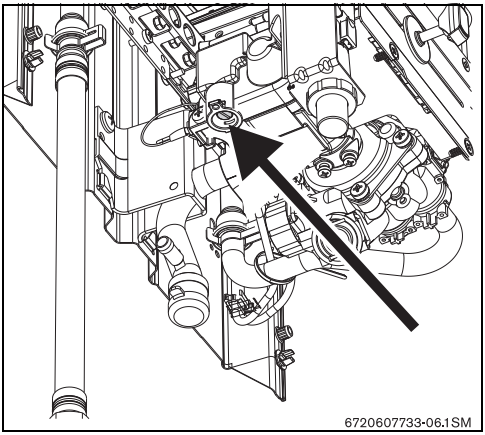

Рис. 12 Винт регулировки макс. расхода газа
- Снять пломбу с регулировочного винта (рис. 12).
- При помощи регулировочного винта (рис. 12) отрегулировать давление перед форсункой по таблице 7.